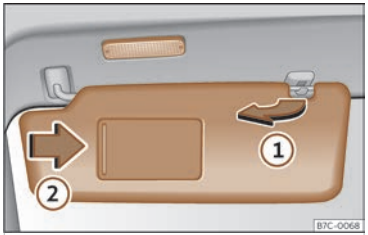

Abb. 84 Sonnenblende.
- Die Sonnenblende kann aus der Befestigung entnommen und zur Tür gedreht werden ››› **(Abb. 84)** ①.